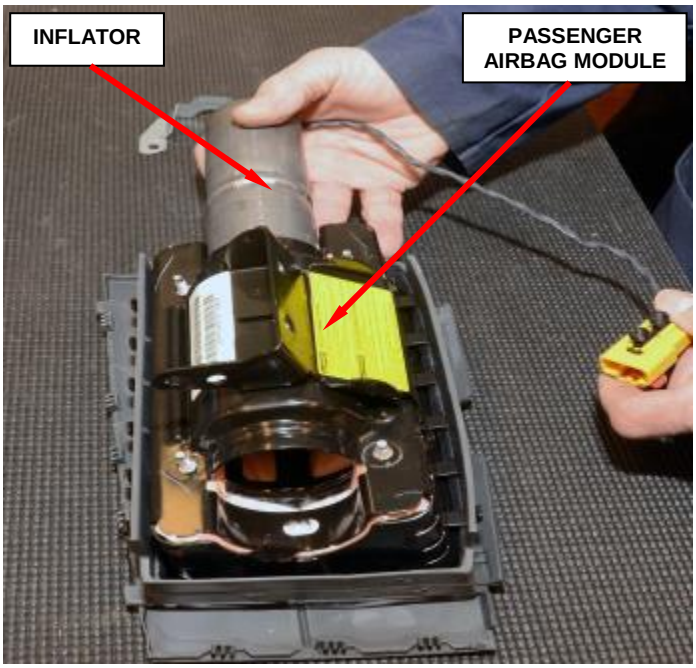

Figure 88 – Inflator Removal
f. Slide the inflator out of the passenger airbag module (Figure 88).